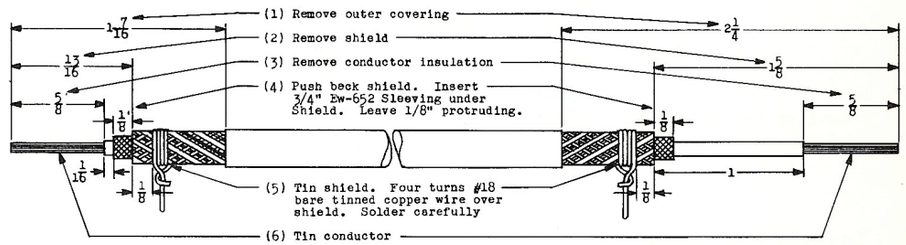

FIGURE 1
A. Prepare the SN-1101 Coaxial Cable carefully per Figure 1.